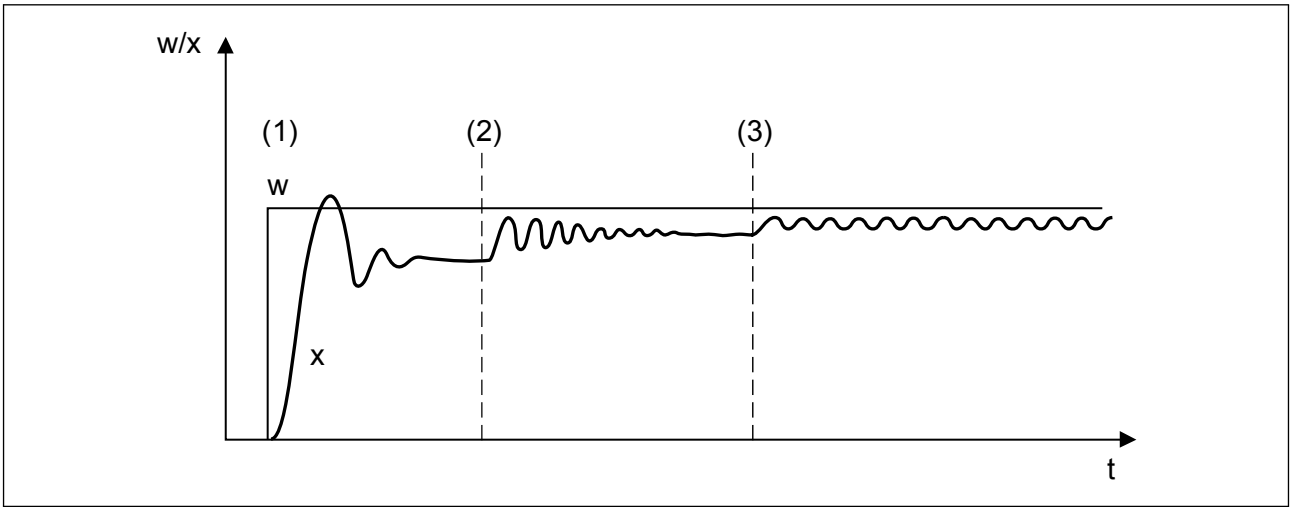

Рисунок 51: Заданное и фактическое значение при использовании метода незатухающих колебаний
Контур включается по схеме с П-регулятором, и задается относительно большое значение X_P, которое еще не приводит к неустойчивому поведению. Затем устанавливается заданное значение, лежащее в предполагаемой рабочей области (Рисунок 51 (1)).
Значение X_P уменьшают (Рисунок 51 (2)): Фактическое значение возрастает, и ему требуется уже большее время, чтобы достичь заданного значения. Зону пропорционального регулирования уменьшают по необходимости несколько раз, пока фактическое значение не войдет в режим периодических колебаний. Получающаяся кривая показана на Рисунке 51 (3). Критическое значение X_P (X_{Pk}, начиная с которого возникают незатухающие колебания) следует определять как можно точнее.